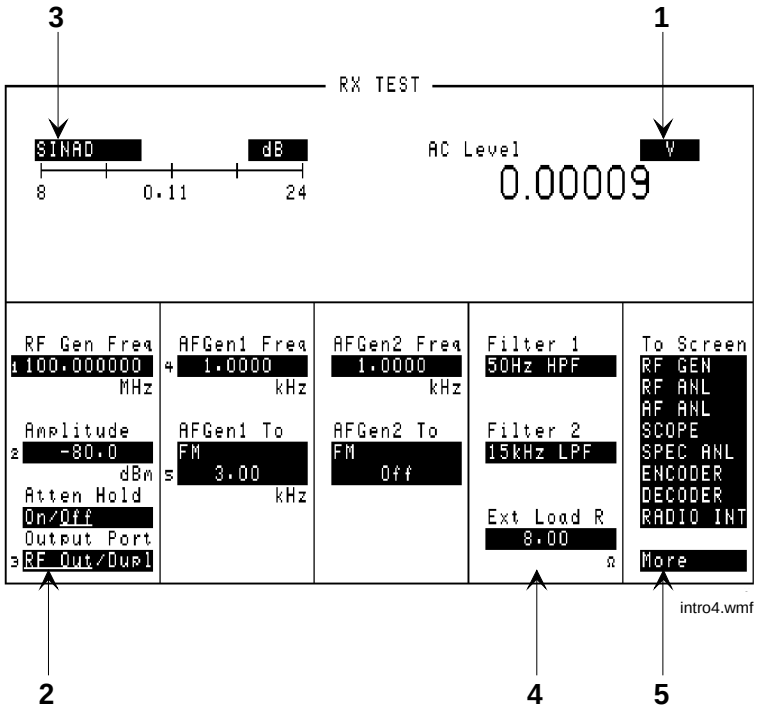

Figure 3 **Different Types of Fields**
- The front-panel Cursor Control knob (using the `To Screen` menu, see item 5 in figure 3 on page 43)
Unit-of-measure can be changed to display measurements in different values or magnitudes. See item 1 in **figure 3** to see an example of a units-of-measure field.
Underlined immediate action fields provide a choice of two settings. See item 2 in **figure 3** to see an example of an underlined immediate-action field.
One-of-many fields display a list of choices when selected. See item 3 in **figure 3** to see an example of a one-of many field.
The **`To Screen`** menu (see item **5** in **figure 3**) is a variation of the one-of-many field.
Numeric-entry fields contain values for settings like External Load Resistance and RF Generator Frequency.See item 4 in **figure 3** to see an example of a numeric-entry field.